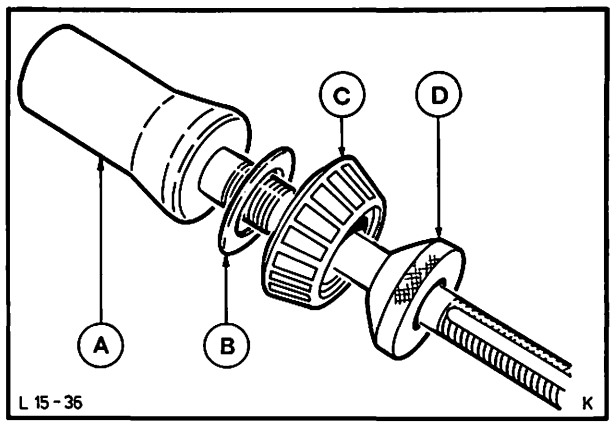

Abb. 69 A = Meisterritzel
29. Meisterritzel ausbauen, alte Ausgleichscheibe entfernen. Neue, ausgemessene Scheibe und Kegelrollenlager auf das Meisterritzel schieben. Konische Mutter aufschrauben, Abb. 69, und Meisterritzel wieder einbauen.